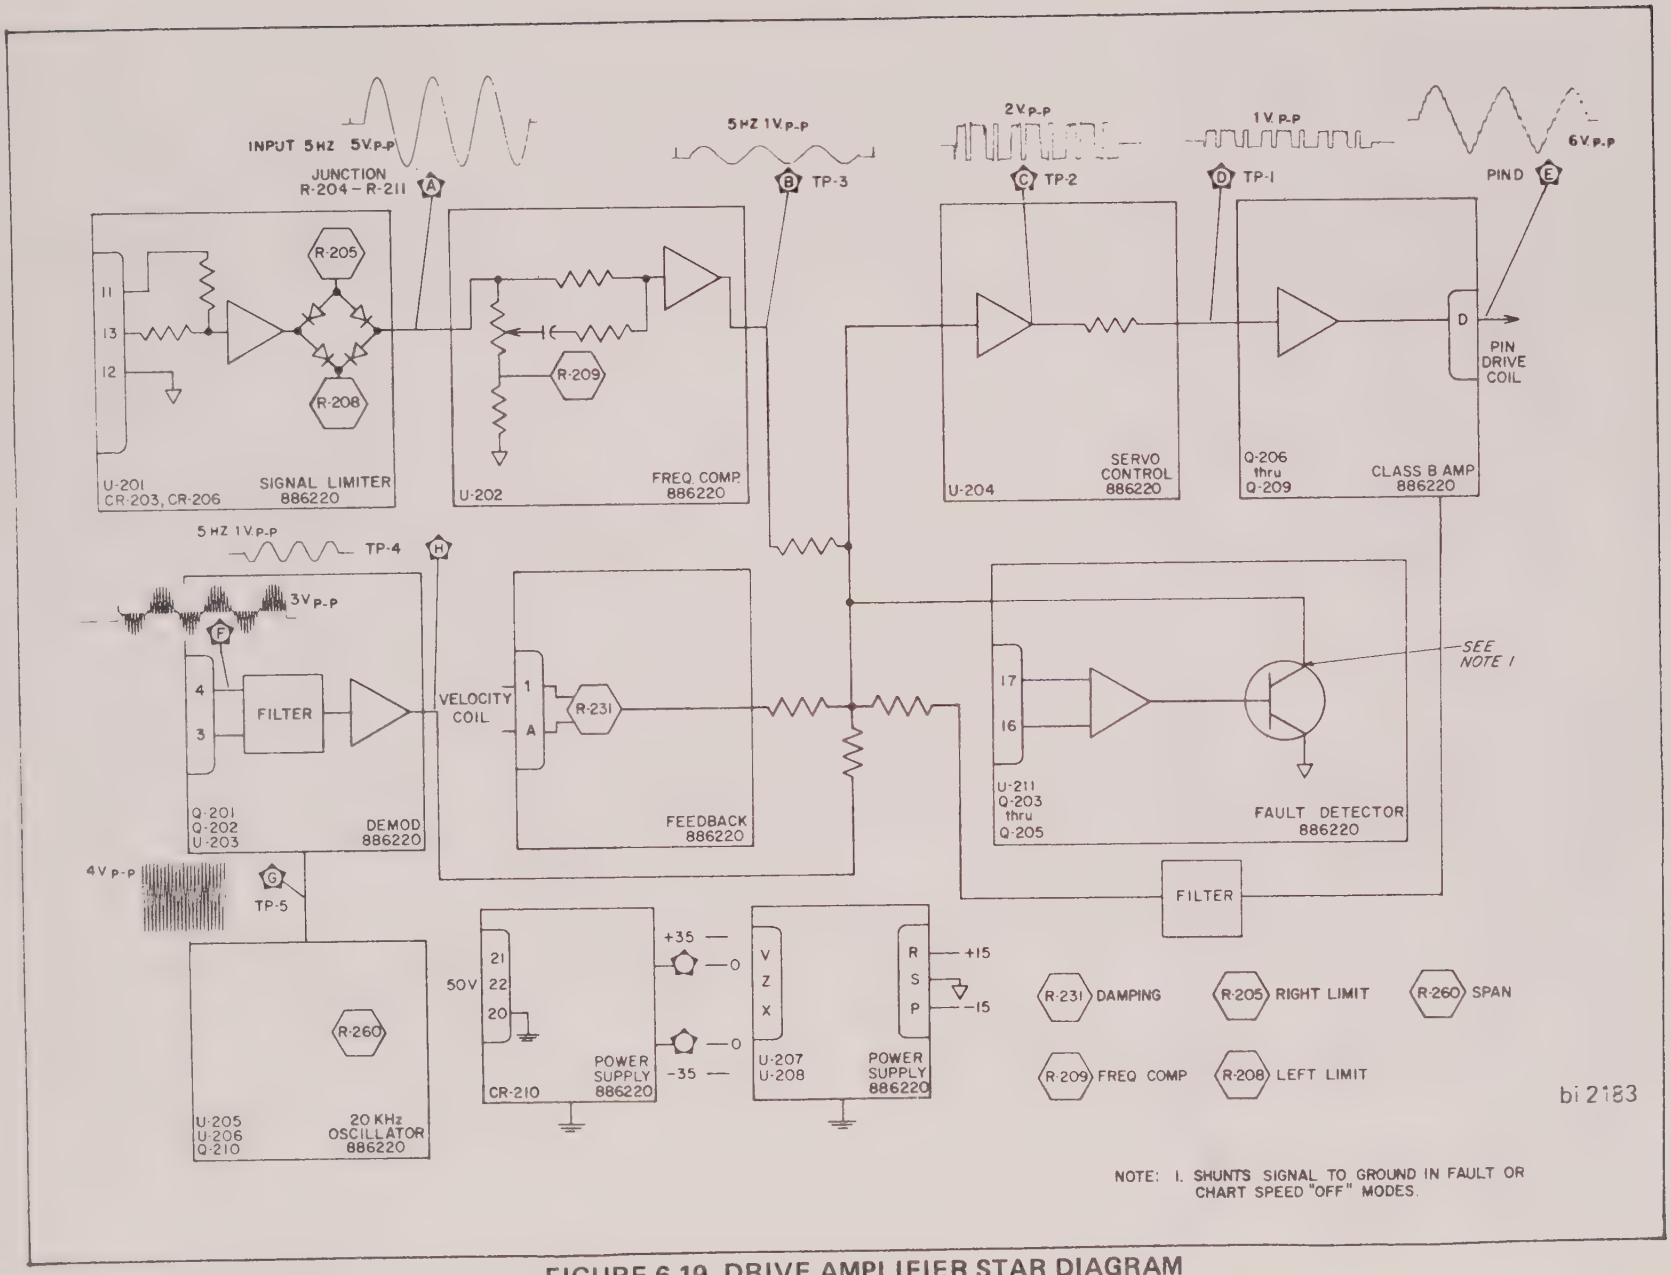

FIGURE 6-19 DRIVE AMPLIFIER STAR DIAGRAM
6.29 STAR DIAGRAM (Figure 6-19)
4. Make readings per test points on STAR diagram (Figure 6-19).